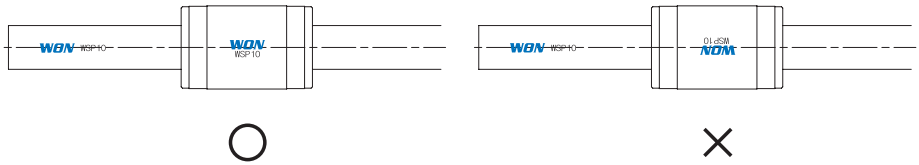

Figure 10
① The working temperature of WON Ball Spline is max. 120℃ in case of discontinuous use, and max. 80℃ for continuous use. If above 80℃, please contact WON ST.
② WON Ball Spline is set to optimal precision in the condition where its spline shaft and nut mark are in the same direction and position (See Figure 10). To attach it to a machine, it is careful not to change steering of a spline shaft, arrangement of a nut, and a steering direction.
③ If more than two keys are used to fix the rotation direction of an outer sleeve on the basis of one shaft and over two nuts, it is required to make the position of each key groove of nut in parallel. For this case, please contact WON ST.